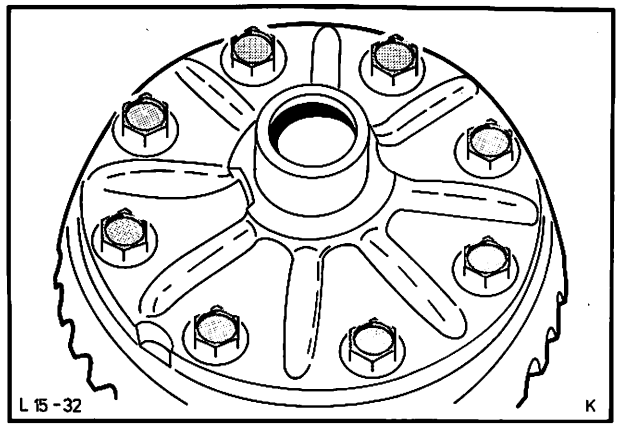

Abb. 54 Befestigung – Tellerrad an Ausgleichgetriebegehäuse
13. Tellerradschrauben (8 Stck.) herausdrehen und Tellerrad vom Gehäuse – Ausgleichgetriebe entfernen, Abb. 54.